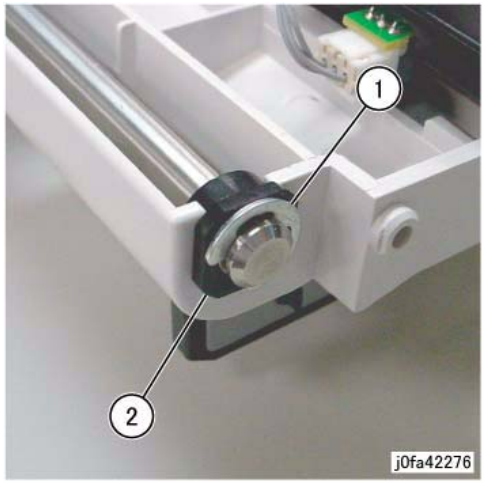

Figure 5 Removing the Bearing
9. Remove the Bearing (Figure 5):